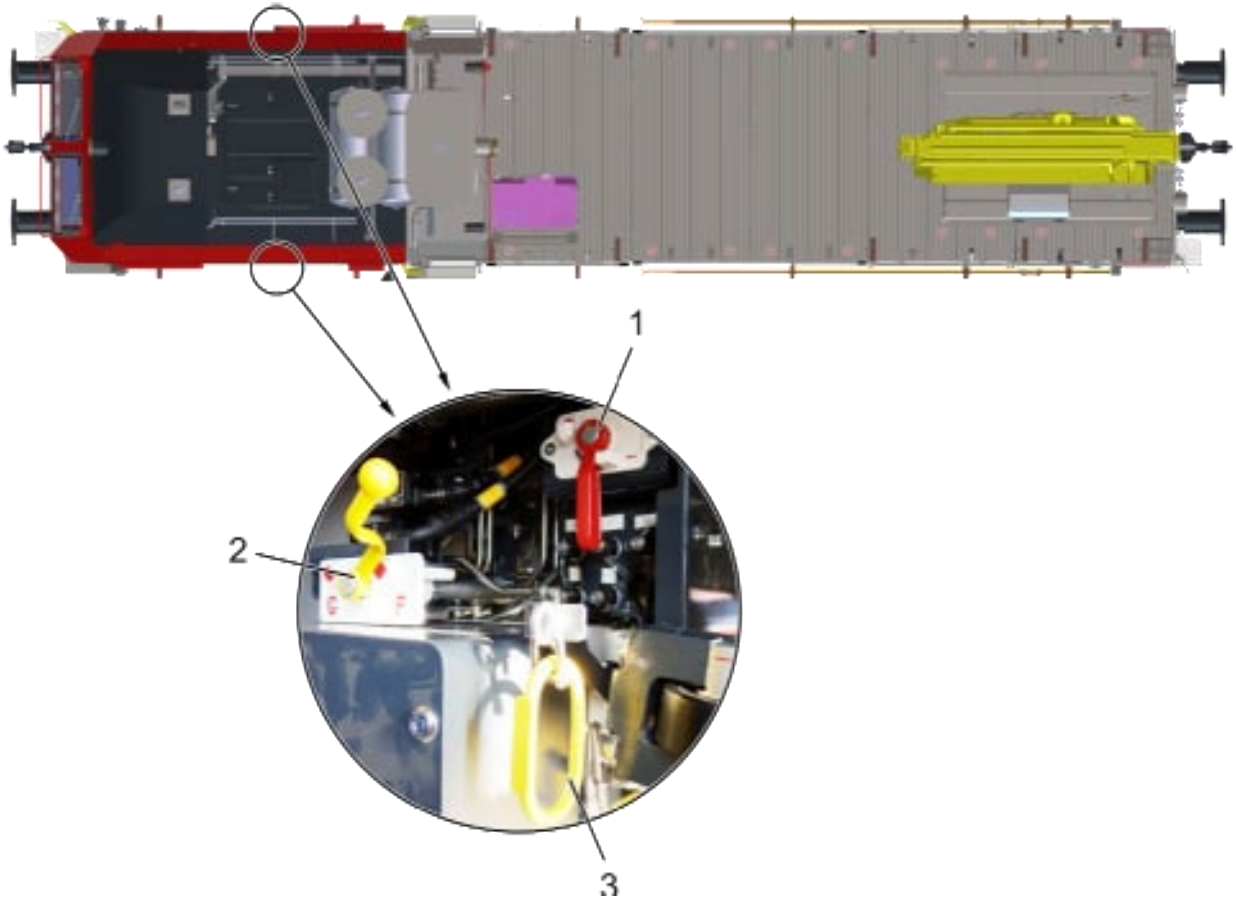

Fig. 107: Leva di cambio regime M-V
Con il rubinetto di isolamento freno sorvegliato elettricamente, cfr. Fig. 107 (1) viene disattivato/attivato il freno pneumatico. La leva verticale indica che il freno pneumatico è ON, mentre la leva orizzontale segnala che il freno è OFF.